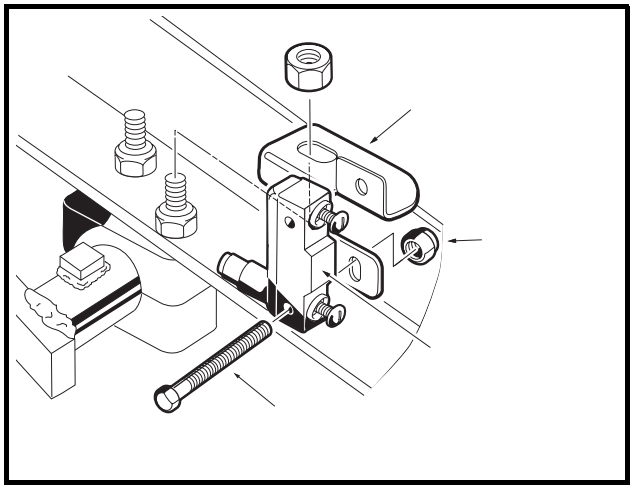

Figure 12-41 Mount Brake Pedal Limit Switch to Brake Pedal Mounting Bracket
2. Remove the hardware (4 and 5) securing the brake switch (2) to the bracket (3) **(Figure 12-41, Page 12-35)**.
1. Connect the 6-gauge orange/white wire to the NC terminal and the 16-gauge green/white wire to the COM terminal. Tighten the screws (1) to 10 in-lb (1.1 N·m).
2. Secure the switch to the bracket with lock nuts (4) and hex-head machine screws (5) **(Figure 12-41, Page 12-35)**. Tighten the mounting hardware to 10 in-lb (1.1 N·m).